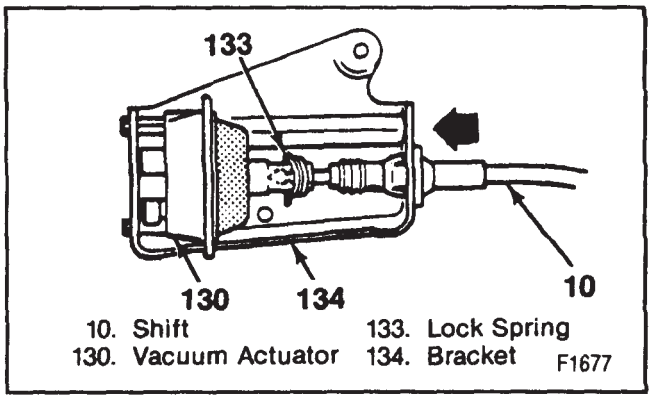

Figure 17—Connecting the Shift Cable to the Vacuum Actuator
5. Shift cable to the vacuum actuator (130). Push the cable into the hole in the bracket. The cable end and ferrule should snap together (figure 17).